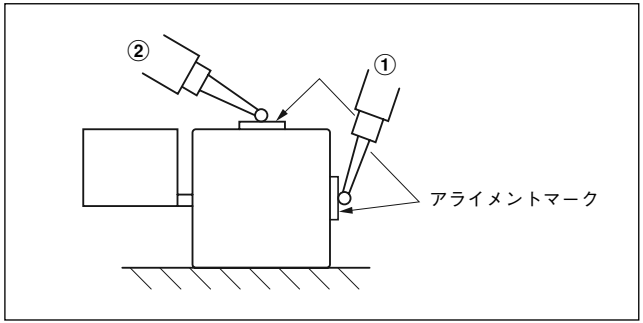

図 3-7. スケール部と機械の走り測定
(4) スケール部と機械の走りとの平行度測定
スケール部側面のアライメントマーク位置 (図 3-7、①) に直接ピックテスターまたはダイヤルゲージを当て、機械の走りに対してスケール部の平行を出してください。